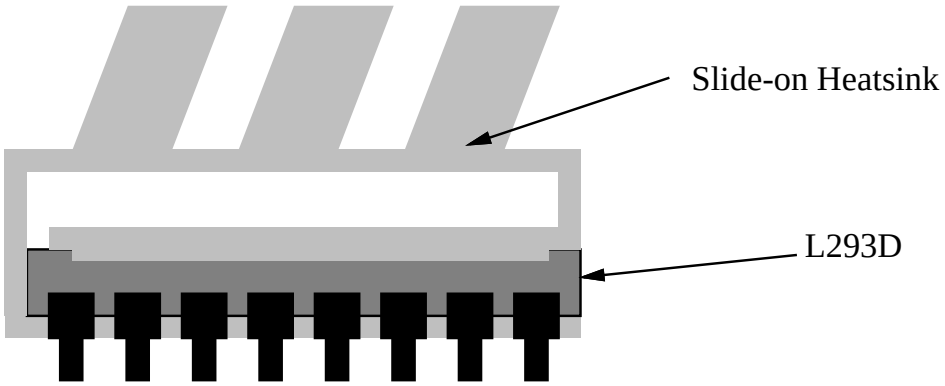

Figure 4.10: Heat Sink on Motor Chip
- ◯ **U21**–L293D. Slide gold heat sink onto chip before installing in socket. The diagram for the mounting is shown in Figure 4.10. The gold heat sink slides right onto the chip.